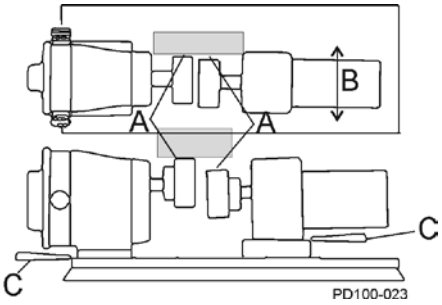

Figura 20 - Verifica dell'allineamento parallelo
2. Usando uno spessimetro nel punto "A" nella Figura 20, determinare la direzione e la quantità di movimento necessarie (Figura 20, articolo B).